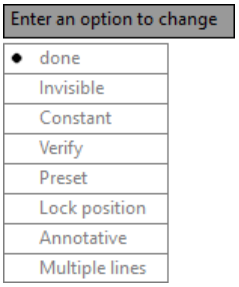

***Figure 17-5** Dynamic prompt for the **-ATTDEF** command*
*You can use the **-ATTDEF** command to display the dynamic prompt in the drawing area. The options in the **Attribute Definition** dialog box are available through the dynamic prompt too, refer to Figure 17-5.*